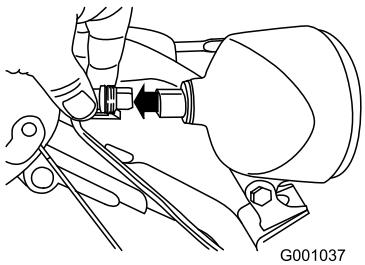

Рисунок 55
1. Снимите соединитель с тыльной части фары (Рисунок 55).